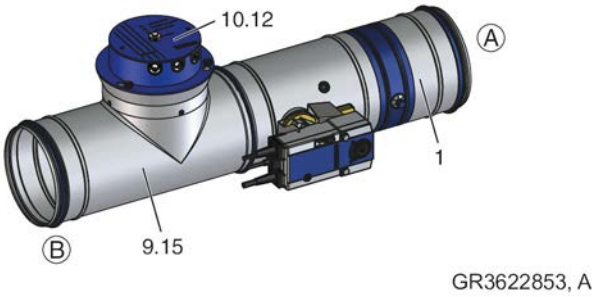

Abb. 9: FKRS-EU mit Federrücklaufantrieb und Rauchauslöseeinrichtung in einer runden Luftleitung
- Alternativ ist die Rauchauslöseeinrichtung in einer runden Luftleitung bauseitig in einem T-Stück oben anzuordnen, siehe Abb. 9.